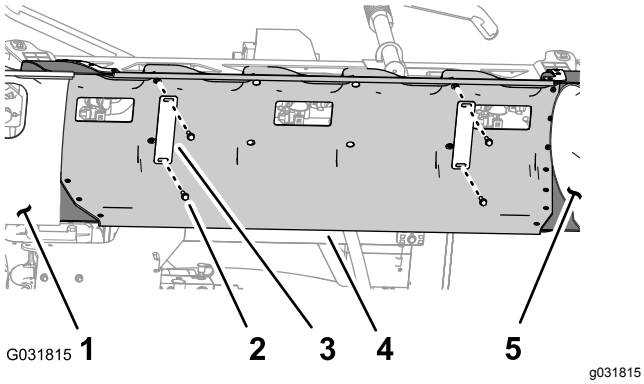

Figur 39
1. Mens du støtter dekselet til den midtre seksjonen (11-dyse), fjerner du de fire flenshodeboltene (5/16 x 1-1/4 tomme) og de to dekselstroppene som fester dekselet til braketten for dekselstøtte (Figur 39).